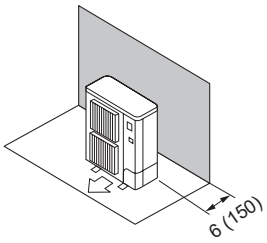

Fig. 2-6
① Obstacles à l'arrière (Fig. 2-6)